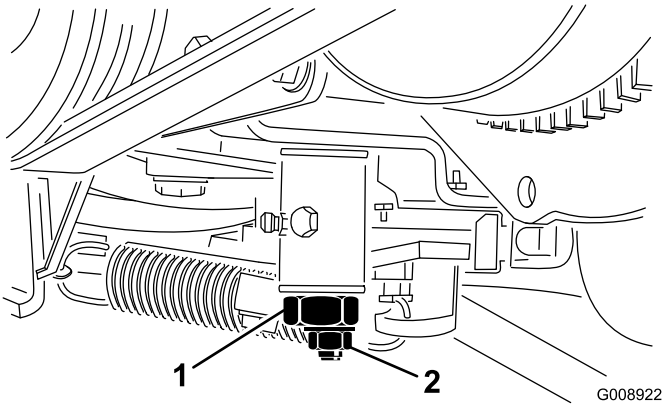

Figur 56
2. Lossa gasreglagekabelns kontaktdon på spaken vid insprutningspumpen (Figur 56).